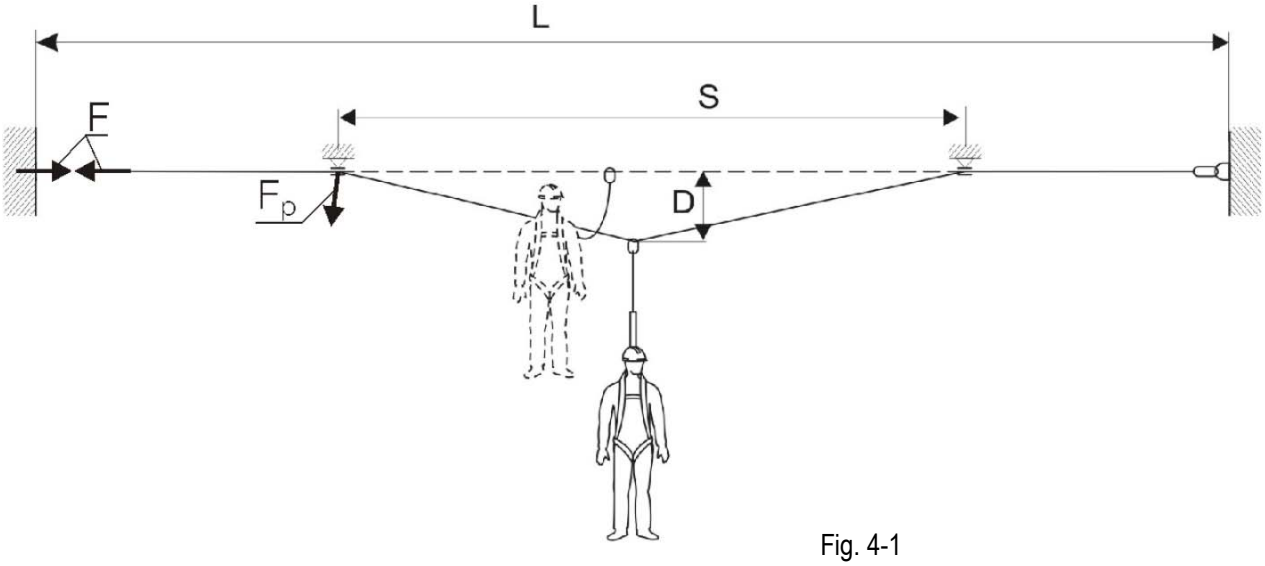

Fig. 4-1
La configuración del sistema esta especificado por los siguientes parámetros (fig. 4-1):
- La D "flecha / deformación / deflexión" del sistema de anclaje horizontal (fig 4-1);